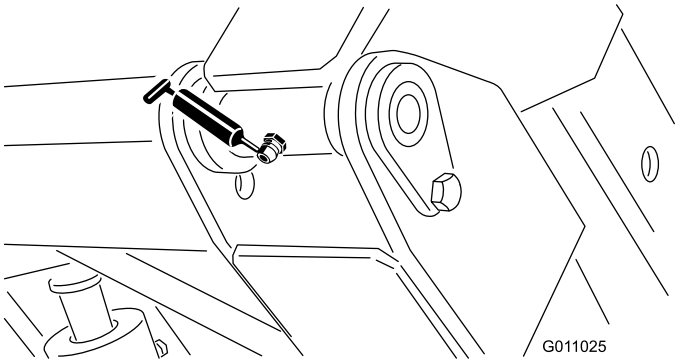

Figur 32
- Beholderaksel (øvre) (2) (Figur 32).